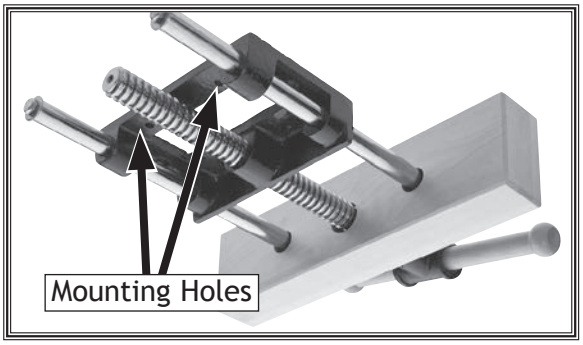

Figure 2. Mounting hole locations (viewed from below).
2. Use a pencil to mark underside of workbench through six vise mounting holes (see **Figure 2**) to drill pilot holes in workbench.